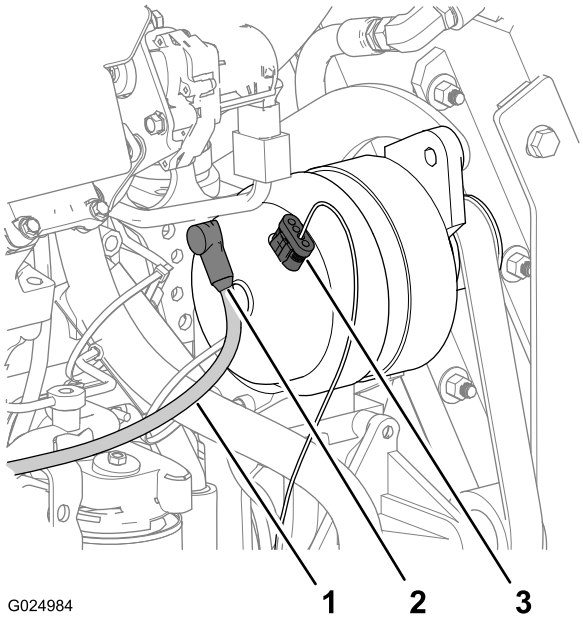

Рисунок 116
1. На генераторе снимите колпачок с клеммы и штыря в задней части генератора (Рисунок 116).
3. Снимите разъем с 4 гнездами провода датчика напряжения от 4-штырькового разъема в верхней части генератора (Рисунок 116).
2. Подсоедините разъем с 4 гнездами провода датчика напряжения к 4-штырьковому разъему в верхней части генератора (Рисунок 116).
3. Подсоедините клемму провода зарядки к штырю в задней части генератора (Рисунок 116).
5. Подведите колпачок провода зарядки к клемме и штырю (Рисунок 116).